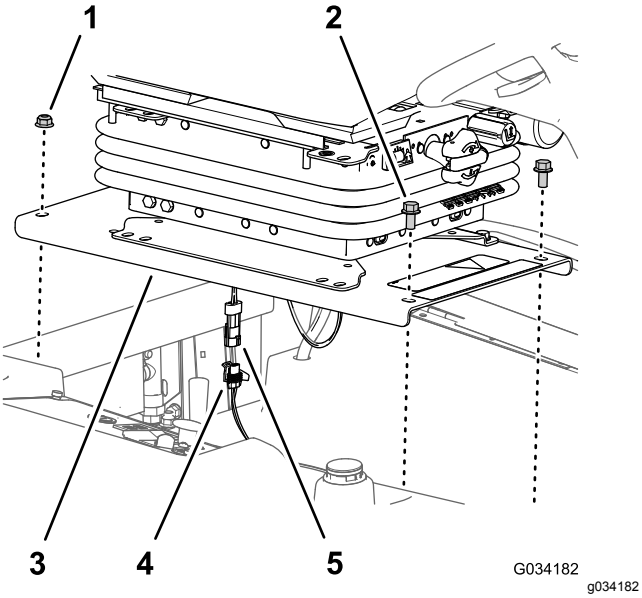

**Figur 35**
1. Fjern de to flangehovedbolte (3/8 x 3/4 tomme), der fastgør sædepladens forside til maskinens chassis (Figur 35).
2. Fjern de to flangelåsemøtrikker (3/8 tomme), der fastgør sædepladens bagside til maskinens chassis (Figur 35).
4. Frakobl 2-bens konnektoren på dødemandskontaktens ledningsnet fra 2-sokkelkonnektoren på maskinens ledningsnet (Figur 35).
2. Tilkobl 2-bens konnektoren på dødemandskontaktens ledningsnet til 2-sokkelkonnektoren på maskinens ledningsnet. Se Figur 35.
3. Ret de bageste huller i sædepladen (Figur 35) ind efter de 2 bræddebolte (3/8 x 1 tomme) i kølerens kanal.
4. Monter sædepladen (Figur 35) på bræddeboltene med de to flangelåsemøtrikker (3/8 tomme), du fjernede i trin 2 i Afmontering af sædet og sædepladen (side 41).
5. Tilret de forreste huller i sædepladen (Figur 35) efter gevindet på tankens stænger.
6. Monter sædepladen (Figur 35) på tankens stænger med de to flangehovedbolte (3/8 x 3/4 tomme), du fjernede i trin 1 i Afmontering af sædet og sædepladen (side 41).